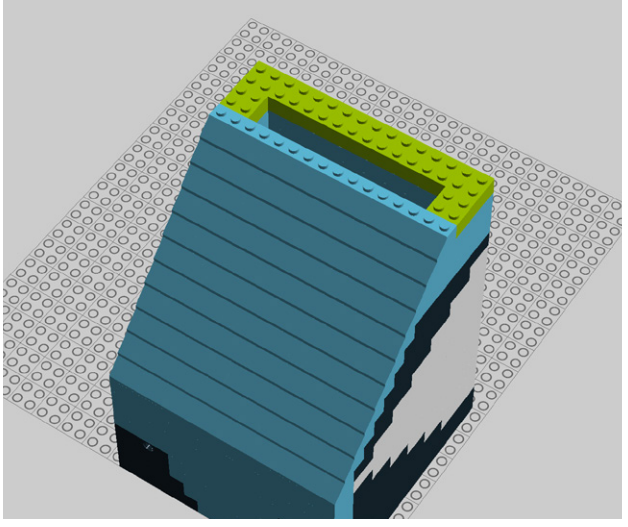

Figure 9-73. *Step 68: Adding five 2x4 translucent bricks*
68. Add five 2x4 translucent slopes (Figure 9-73).